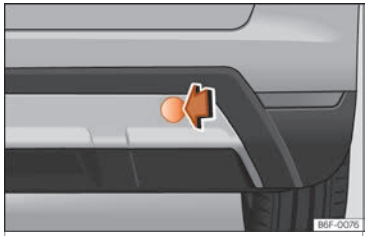

Fig. 46 No lado direito do para-choques traseiro: retirar a tampa.
O alojamento para a argola de reboque enroscável encontra-se na parte direita do para-choques traseiro, atrás de uma tampa ››› Fig. 46.
- Pressione sobre a zona direita da tampa ››› Fig. 46 para desencaixá-la.